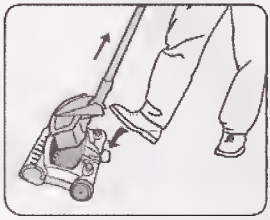

Fig. 12
1. Presione la palanca para destrabar el recipiente de la tierra con su pie. (Fig. 12)